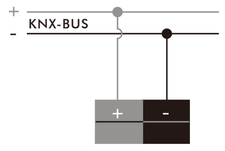
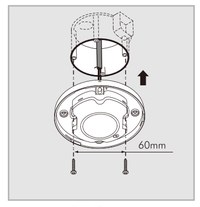
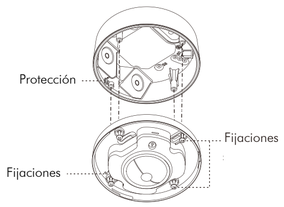

FIG.5
FIG.7
FIG.14
3.4.1.4 Por favor, consulte la ilustración de la FIG.5 para el cableado correcto y fije la caja de alimentación en la caja de conexiones estándar europea con 2 tornillos (ver FIG.7).
3.4.2.3 Consulte la ilustración de la FIG.5 para ver el cableado correcto y luego atornille bien la tapa de la caja de alimentación.
3.4.3.4 Consulte los diagramas de cableado para ver el cableado correcto (véase la FIG.5). Hay un agujero cuadrado en la placa de fijación, cuando usted pone la placa de fijación en la caja de conexiones, por favor, ajuste el relleno a la protuberancia en la caja de conexiones (Ver FIG.14), a continuación, fije la cabeza del detector en la caja de alimentación (Ver FIG.6) con los tornillos adjuntos (4pcs).